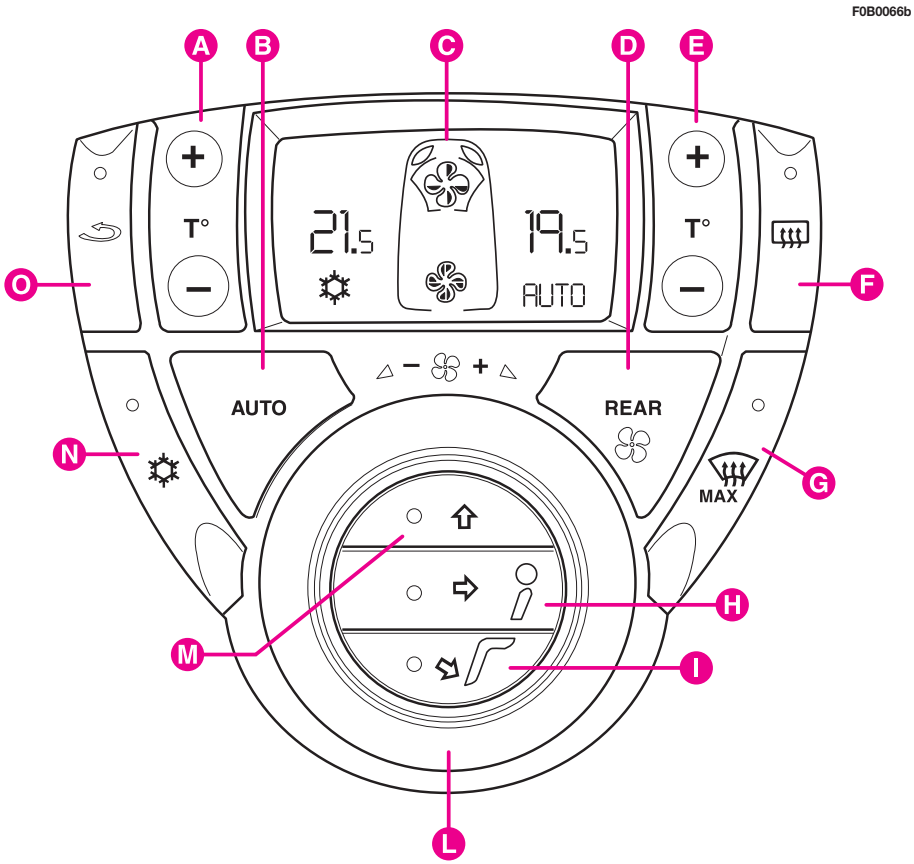
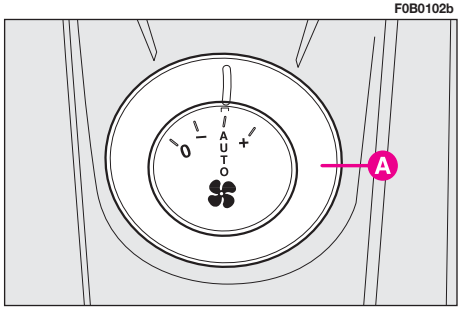

fig. 89
fig. 90
• **rear seat air capacity adjustment (REAR) fig. 89 (for versions without additional fans)**: this is possible by pressing button **D**, thus the second row passengers can adjust air capacity with the additional fan knobs **A-fig. 90**. The rear fan symbol will be viewed on the display **C**.